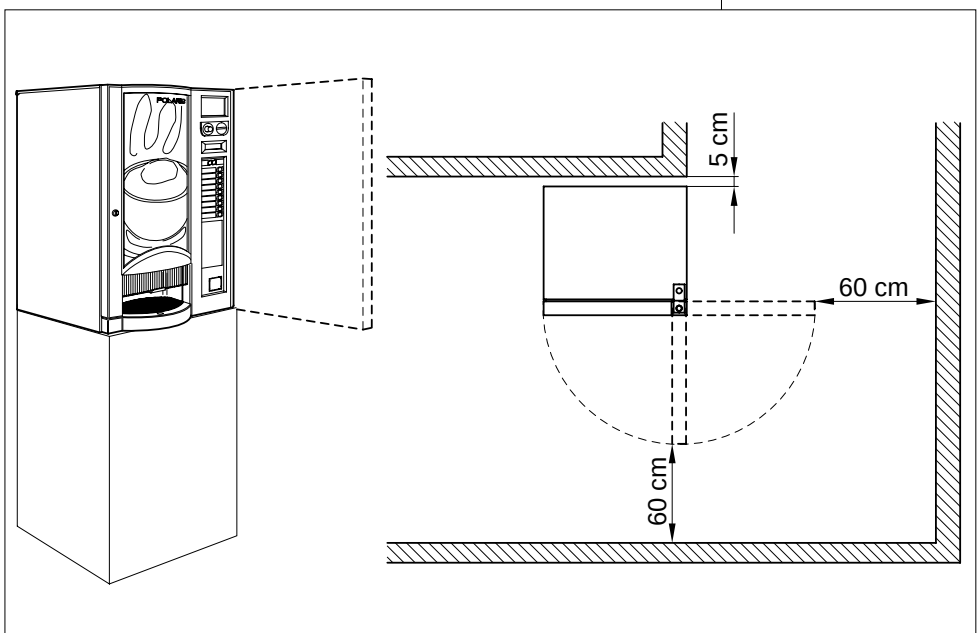

Fig. 6.1
- Se posicionado perto de uma parede, a parte traseira deve ficar a uma distancia mínima de 5 cm da mesma *(Fig.6.1)*, para permitir uma ventilação regular. Em caso nenhum cobrir o distribuidor com panos ou coisas parecidas.
Se a instalação vem efetuada em corridores de evacuação de segurança verificar que com o distribuidor com a porta aberta fique um espaço suficiente à passagem *(Fig.6.1)*.